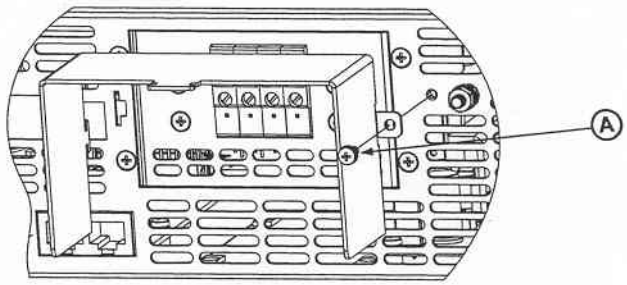

Fig.3-9: Shield assembly
4. Loosen the two chassis screws marked “A” halfway as shown in Fig.3-9.
5. Assemble the protective shield to the chassis and tighten the two screws to fix the shield to the chassis (see Fig.3-9). Screws tightening torque: 4.8-5.3 Lb-inch. (0.5 - 0.6Nm)